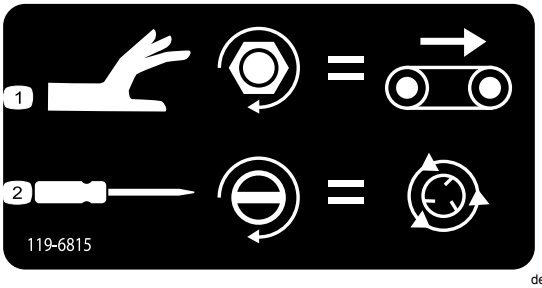

**Figuur 44**
- Om de snelheid van de lopende band aan te passen (Figuur 44), draait u de knop rechtsom. Bij het kleurgecodeerde bedieningssysteem wordt de maximale snelheid van de loopband gebruikt, daarom kan deze aanpassing worden verricht zonder dat er hydraulische stroming aanwezig is. Dit is met name relevant als de hopper vol zand zit.
- Gebruik een schroevendraaier (Figuur 44) met een platte kop om de spinnersnelheid aan te passen. Draai rechtsom om de snelheid te doen toenemen en linksom om de snelheid te doen afnemen.